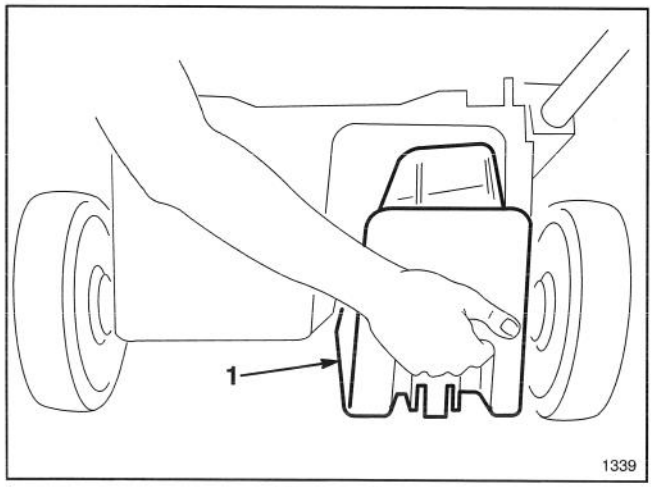

Figure 4
2. Open discharge door and insert plug into discharge tunnel opening (Fig. 4).